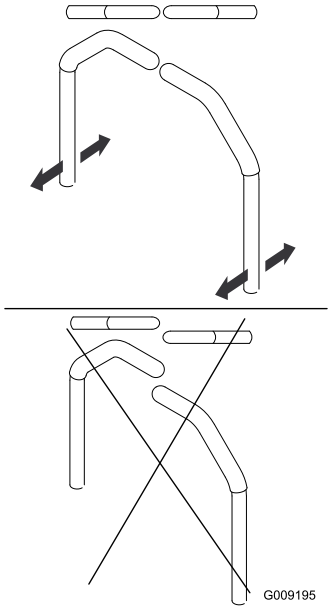

Figur 78
4. Rikta in reglagen i främre-bakre läge genom att föra ihop dem i neutralläget, skjuta dem tills de är inriktade och sedan dra åt skruvarna (Figur 78).